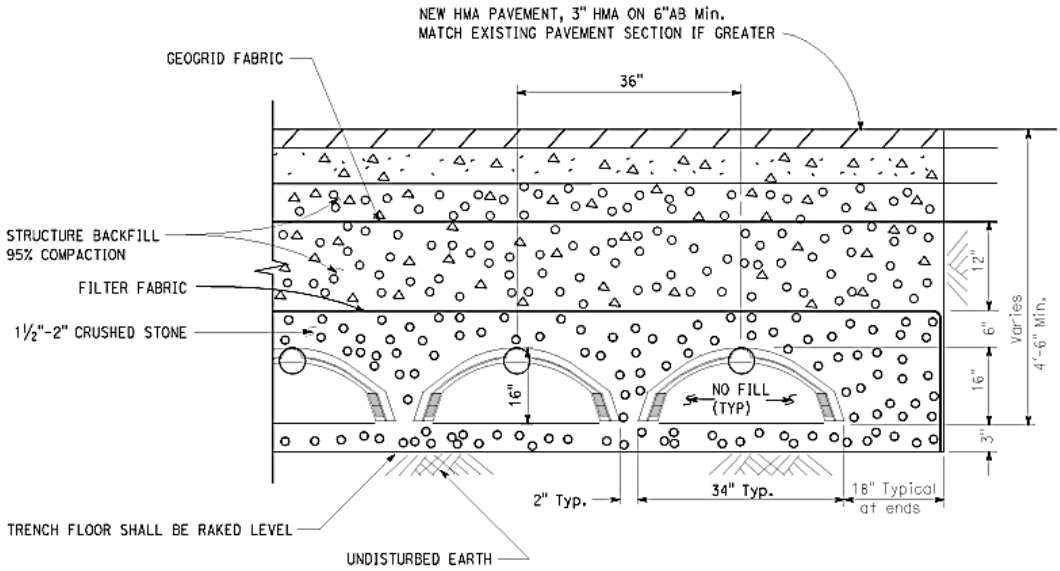

Figure 9-3
- Check operation of effluent dispersal system (see Fig. 9-3 and 9-4 for guidance).